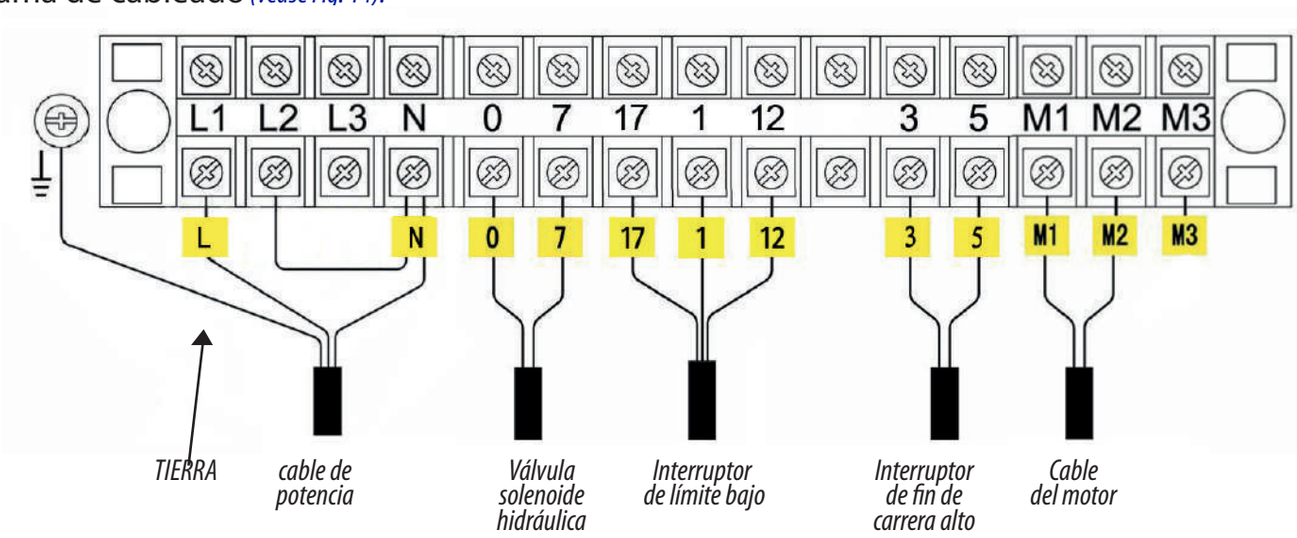

Fig. 14
3.1 Conectar el cable de alimentación y el cable del interruptor de límite según el diagrama de cableado *(véase Fig. 14).*